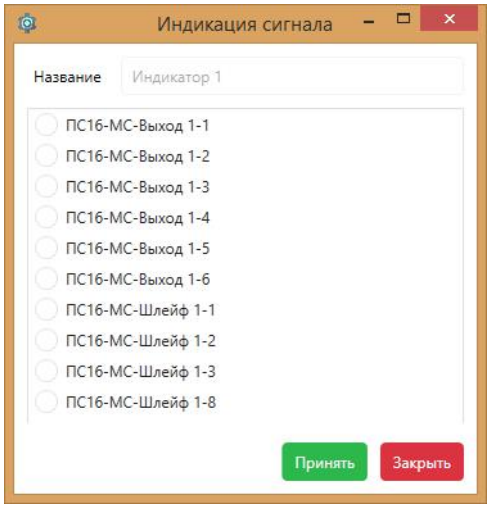

Рис. 23 - Окно «Индикация сигнала»
*2. Назначение (редактирование) индикаторов вручную **(не рекомендуется)** осуществляется двойным нажатием левой кнопкой мыши по требуемому индикатору (см. рисунок 23).*